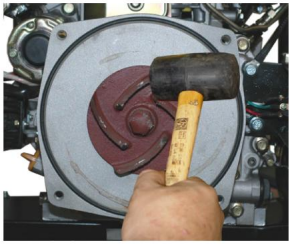

Figur 2
• Ta bort pumphuset enligt beskrivningen under 5.4.1. • Demontera den manuella startanordningen och blockera förarklockan på den manuella startanordningen med skruvmejseln (se figur 1). • Använd gummiklubban för att slå mot sidan av pumphjulet MOTURS tills det lossnar och skruva loss det helt (se figur 2). • Öppna skruvarna på pumpens bakpanel och dra bort den bakre panelen